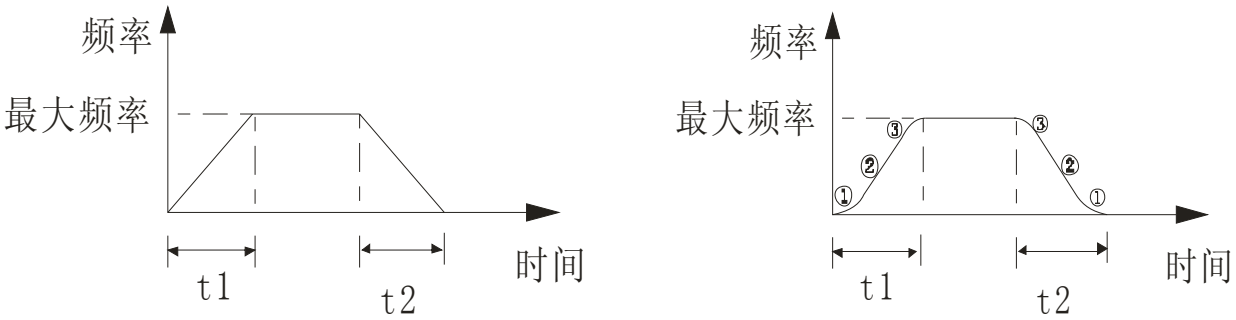

图 1-7 S 加减速曲线
变频器在加减速过程中，输出频率和加减速时间为 S 曲线关系，按照 S 曲线递增或者递减，如图 1-7 所示。本功能一般是为了减少在加减速过程中的噪音和振动，降低起动和停机时的负载冲击。S 曲线的参数是由参数 **F02.06** 和 **F02.07** 设定的。
S 曲线起始阶段如图 1-7 中的①所示，是输出频率的斜率从零逐渐增大的过程；
S 曲线上升阶段如图 1-7 中的②所示，是输出频率的斜率保持恒定的阶段；